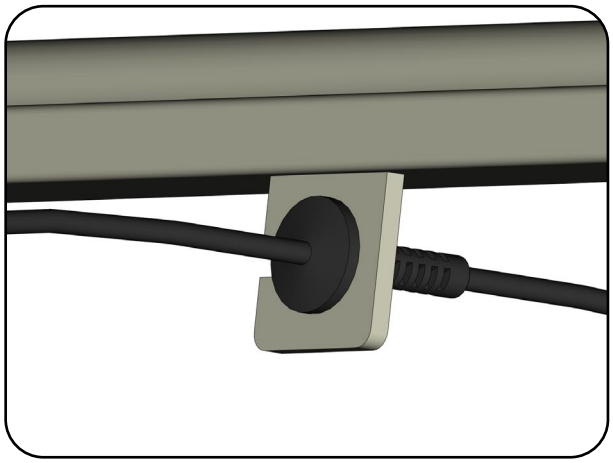

Abb. 6.3.04 - Zugentlastung in Halterung
4. Drücken Sie die Zugentlastung der Zuleitung in den Halter an der Kopfseite (Abb. 6.3.04).